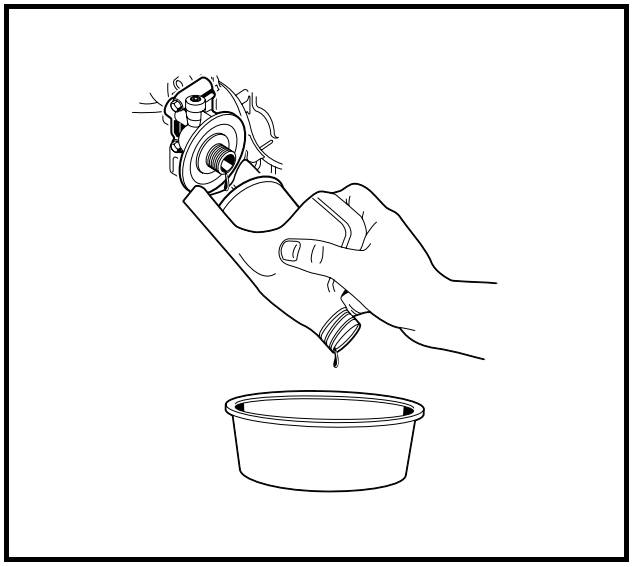

Figure 28 Remove Engine Oil Filter
9. Remove the engine oil filter (1), turning it counterclockwise, allowing the residual oil in the filter port and filter to drain into the oil drain pan (2) **(Figure 28)**. **See following NOTE.**